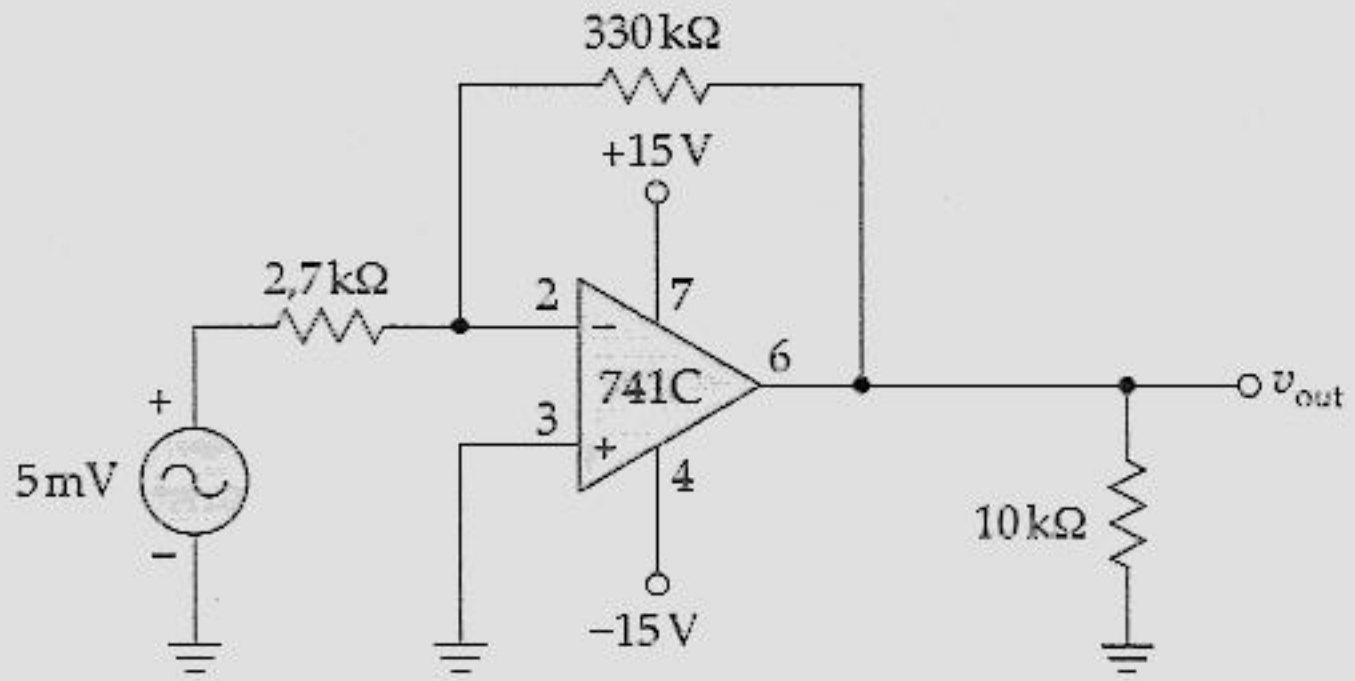

Figura 20.39
20.5 Calcule a tensão de saída, a impedância de entrada de malha fechada e a largura de banda de malha fechada do circuito da Figura 20.39. O 741C tem uma f_{unity} de 1 MHz.
20.6 Os resistores do circuito da Figura 20.39 têm uma tolerância de ± 5%. Qual a tensão de saída na banda média desse circuito?
20.7 Para obter uma tensão de saída de 0,5 V no circuito da Figura 20.39, que alteração você pode fazer em um dos resistores?
20.8 Qual a tensão de compensação de saída no circuito da Figura 20.39? O 741C tem como correntes de polarização e compensação de entrada 80 nA e 20 na.